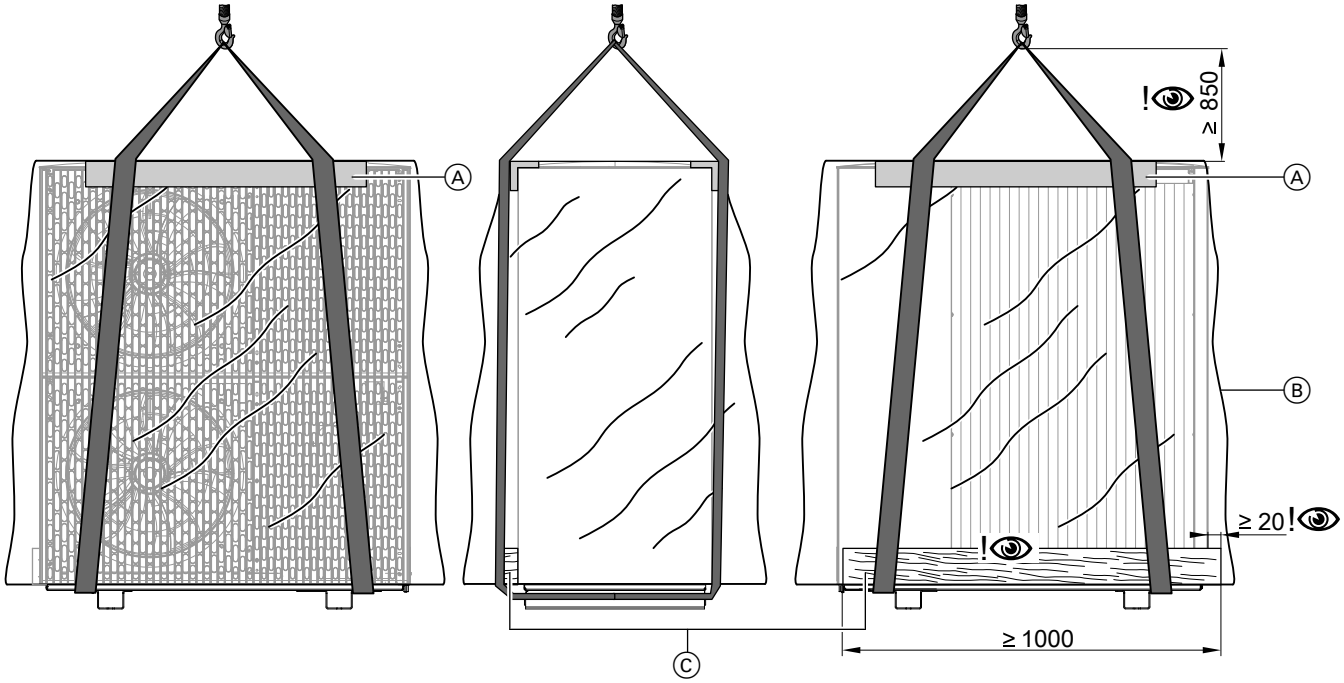

Abb. 10 Transport mit Kran am Beispiel der Außeneinheit mit 2 Ventilatoren
3. Kantenschutzwinkel bauseits an der vorderen und hinteren Oberkante der Außeneinheit anlegen. Gurtbänder fachgerecht um die Außeneinheit legen: Siehe Abb. 10.